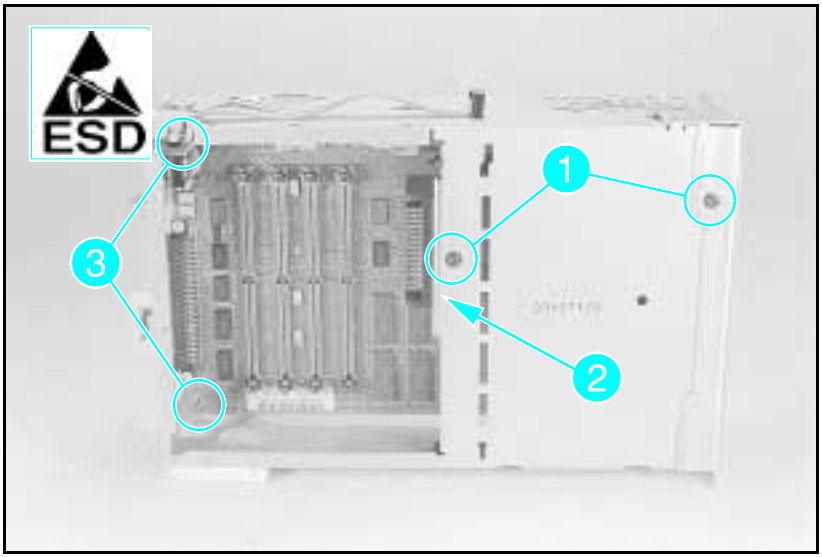

Figure 6-25a Formatter Cover and PCA Mounting Screws (LaserJet 4)
2 Remove the (2) black screws from the side of the Formatter Cage (see Figure 6-25a, callout *1*).
3 Remove the MIO Connector Support Bracket (see Figure 6-25a, callout *2*).
4 Remove the (2) Formatter PCA mounting screws (see Figure 6-25a callout *3*).
2 Remove the MIO Connector Support Bracket (see Figure 6-25a, callout *2*).